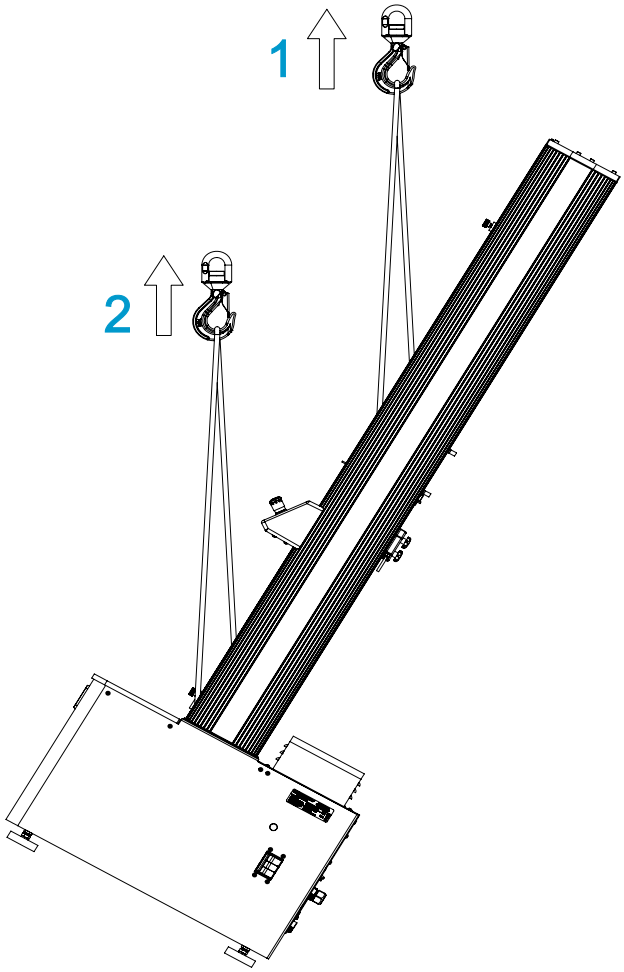

图 18. 使用起重机扶正机架
请参阅 第 61 页图 18。
2. 将两条提升吊带系缚在横梁上，并将它们挂接在起重机吊钩上，如第 61 页图 18 所示。如果您使用链条替代提升吊带，请用保护材料将横梁包起来，以保护横梁不会被刮擦和损坏。链条也会损坏机架的其他部分，例如顶板；确保将保护材料包裹在所有容易损坏的组件周围。
3. 将两个 M16 起重螺栓安装到机架底座中，并将两个附加吊索连接到螺栓上，如第 61 页图 18 所示。
图标 图 18